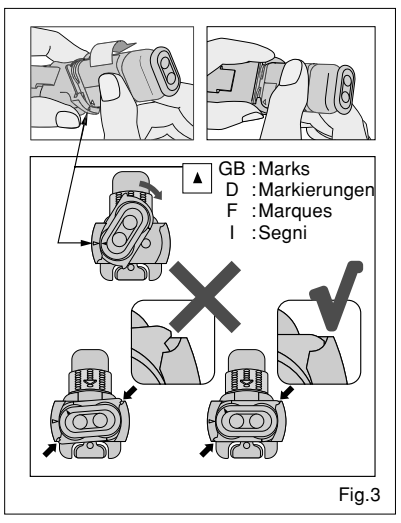

Fig.3
2. Paste Pak Cartridge Loading (Fig.3)